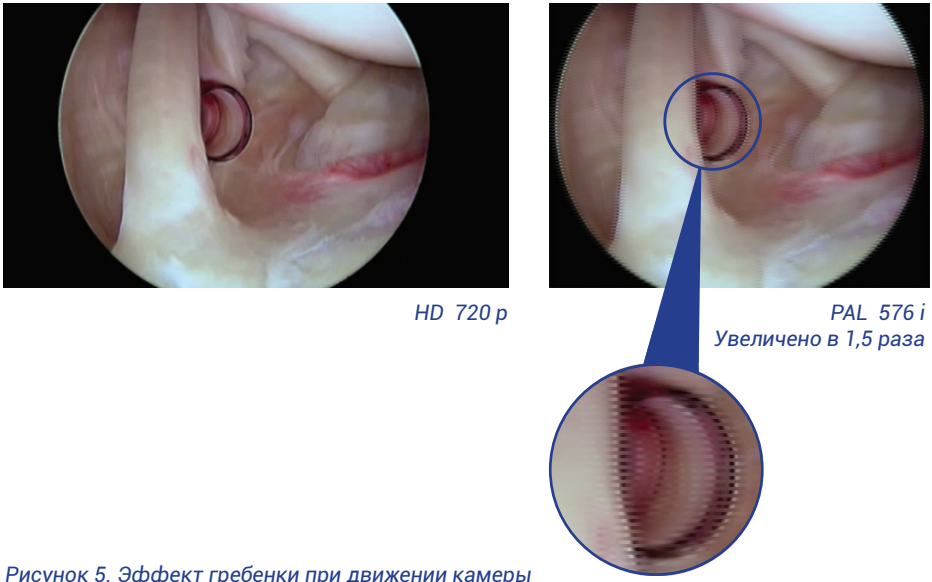

Рисунок 5. Эффект гребенки при движении камеры при чересстрочной развертке справа.
– наличие эффекта гребенки (расчески) на границах быстро движущихся объектов (рисунок 5);